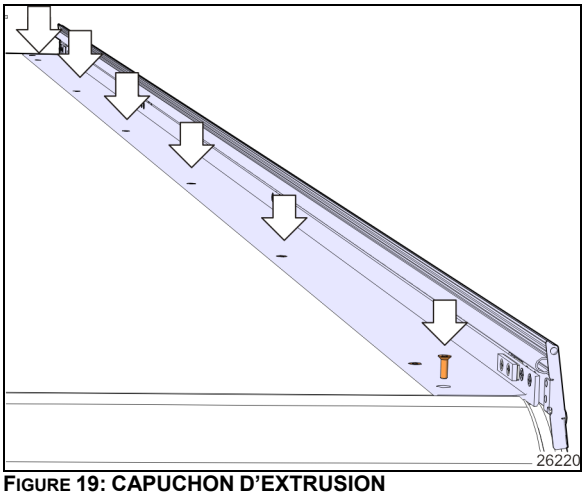

FIGURE 19: CAPUCHON D'EXTRUSION
8. Enlever les vis fixant l'extrusion supérieure à la structure du caisson. (Figure 19)